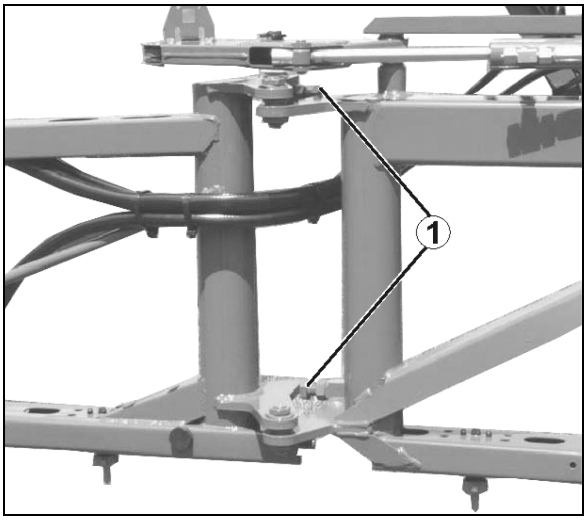

Rys. 158
- Przed wymontowaniem odpowiedniej grupy zaworów (Rys. 158/5) zwrócić uwagę na pozycje montażowe zaworów strony ssącej i ciśnieniowej.
- Przy montażu zwrócić uwagę, aby nie uszkodzić prowadnicy zaworów (Rys. 158/9). Uszkodzenia mogą prowadzić do zablokowania zaworów.
- Nakrętki (Rys. 158/1, 2) bezwarunkowo dociągać na krzyż i z podanym momentem dociągania. Nieumiejętne dociąganie śrub prowadzi do naprężeń i tym samym do nieszczelności.
2. Zluzować śruby (Rys. 158/1) i zdjąć pałąki napinające (Rys. 158/2).
3. Zdjąć kanał ssący i ciśnieniowy (Rys. 158/3 i Rys. 158/4).
4. Wyjąć grupy zaworów (Rys. 158/5).
5. Sprawdzić gniazdo zaworu (Rys. 158/6), zawór (Rys. 158/7), sprężynę zaworu (Rys. 158/8) i prowadnicę zaworu (Rys. 158/9) pod względem uszkodzenie lub zużycia.
6. Wyjąć O-ring (Rys. 158/10).
8. Po sprawdzeniu i oczyszczeniu zamontować grupy zaworów (Rys. 158/5).
9. Założyć nowe O-ringi (Rys. 158/10).
10. Kanał ssący (Rys. 158/3) i kanał ciśnieniowy (Rys. 158/4) przyłożyć do obudowy pompy i zamontować pałąki napinające (Rys. 158/2).
11. Śruby (Rys. 158/1) dociągnąć na krzyż z momentem dociągania **11 Nm**.